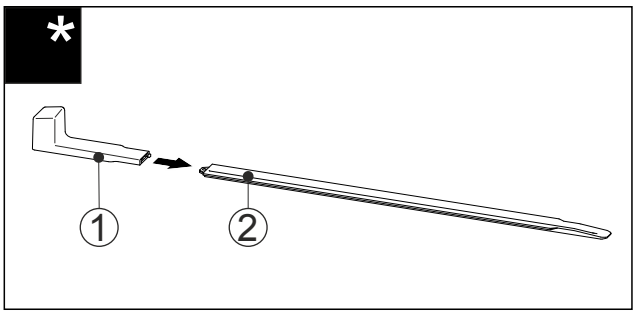

Fig. 46
▶ Attach the installation handle *Fig. 46 (1)* to the levelling rail *Fig. 46 (2)*.